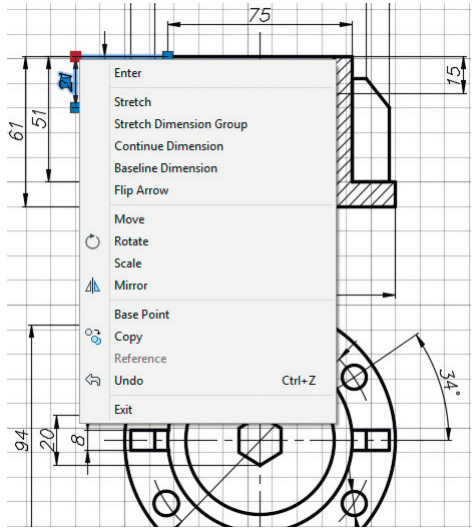

Рис. 2.19. Контекстное меню ручек
- *ручки* – вызывается при выделенной на объекте активной ручке. Содержит функции, позволяющие проводить редактирование с помощью ручек (рис. 2.19);